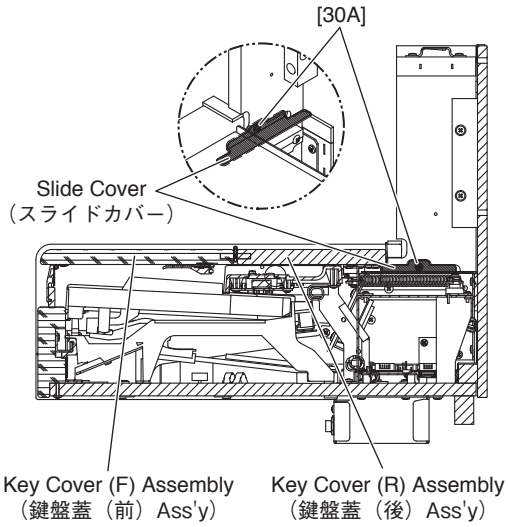

Fig.3（図 3）
3-2 Remove the two (2) screws marked [30A]. The slide covers L and R can then be removed. (Fig.3)
3-2 [30A] のネジ 2 本を外しスライドカバー L と R を外します。(図 3)